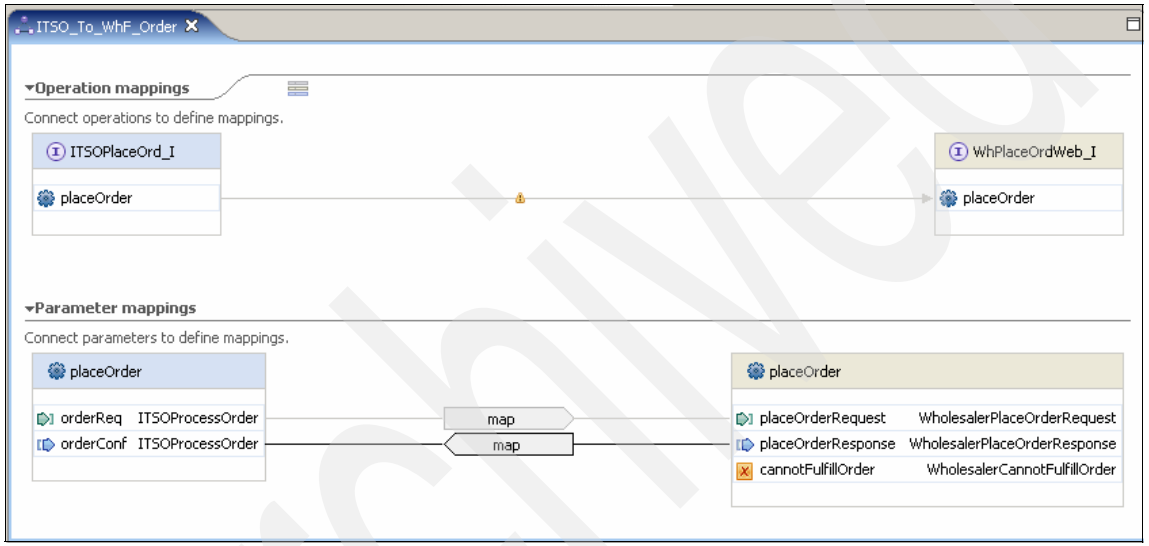

Figure C-25 The ITSO_to_WhF_Order interface map
4. Figure C-25 shows how the interface map should look. Save the interface map and close the editor.